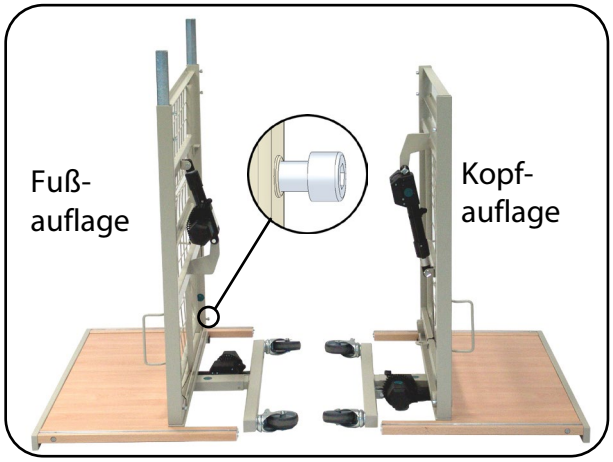

Abb. 6.1.02 - Stellteile mit Liegeflächenhälften
2. Stecken Sie die beiden Liegeflächenhälften auf die Steckrohre der Stellteile. Achten Sie dabei auf die richtige Lage der Liegeflächenhälften. Fixieren Sie nun die Verbindungsstellen (Abb. 6.1.02) mit den jeweils zwei Zylinderkopfschrauben mit dem beiliegenden Innensechskantschlüssel (6 mm).